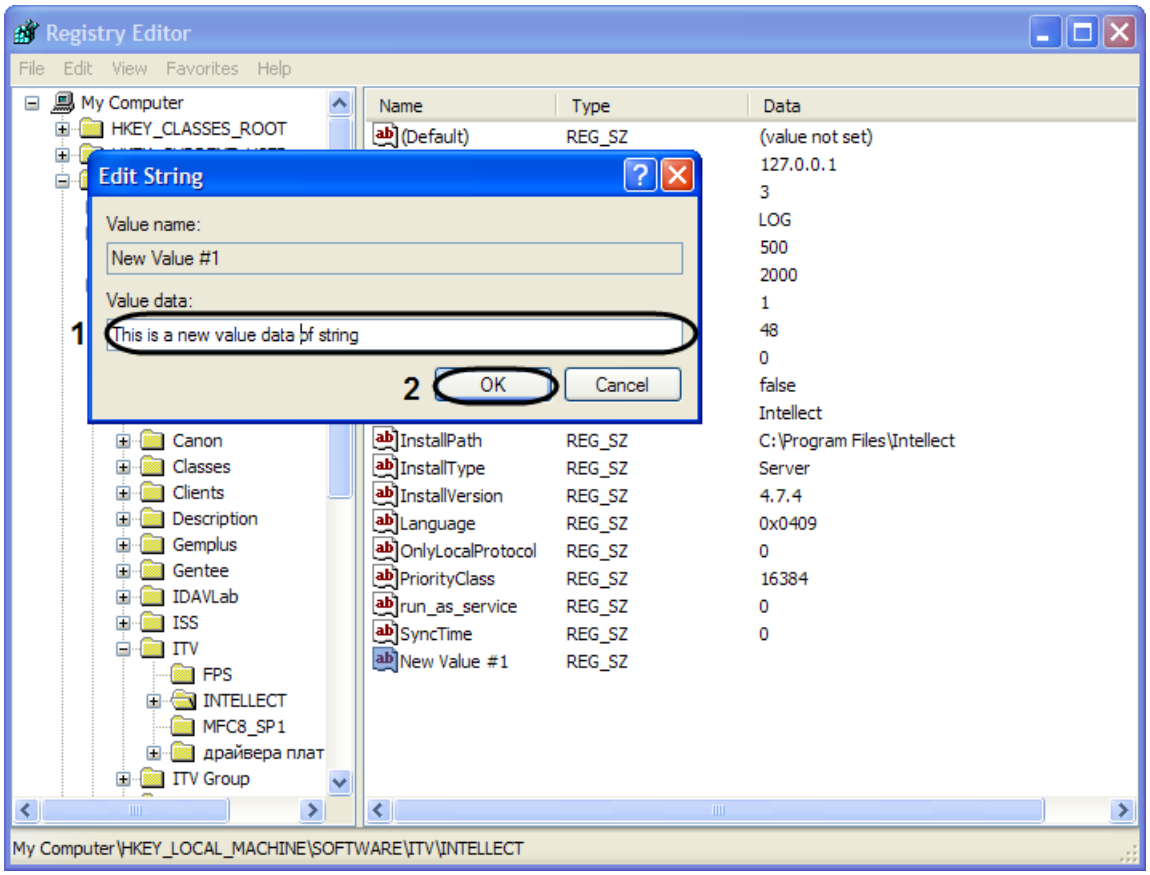

Figure 13.1-11. Edit String dialog box
5. Specify the value of the new parameter. Double-click the parameter name. The Edit String dialog box will open (Figure 13.1-11).
Enter the value into the Value Data field (Figure 13.1-11, 1) and click OK (Figure 13.1-11, 2).